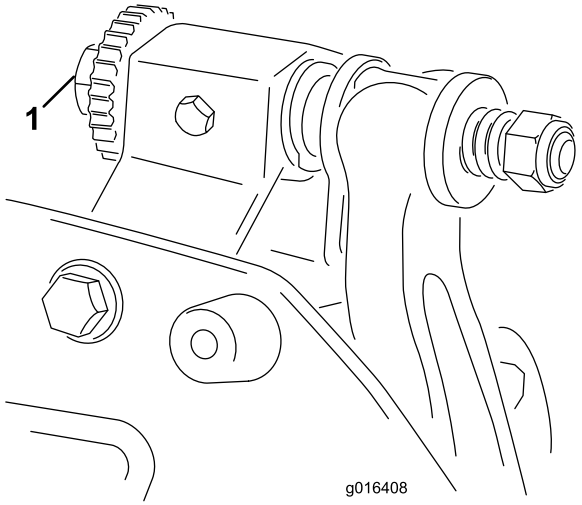

Figur 9
1. Placer maskinen på en flad, plan arbejdsflade. Sørg for, at der ikke er kontakt med knivcylinderen, ved at dreje bundtværstangens justeringsskruer mod uret (Figur 9).